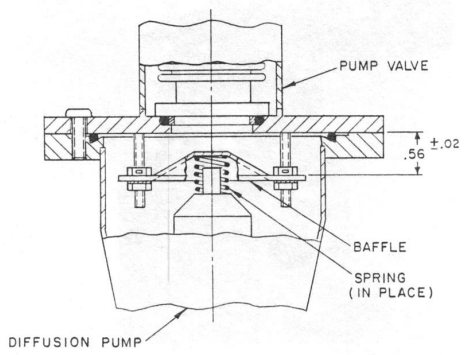

Figure 6-15. Correct Baffle Position
8. Wash the complete pump valve body assembly with methanol and dry thoroughly. If the nuts securing the baffle are disturbed, reposition them and tighten *securely* so that the baffle flange is 0.56 +0.02 inches (14.2 +0.5mm) from the underside of the pump valve flange (Figure 6-15).